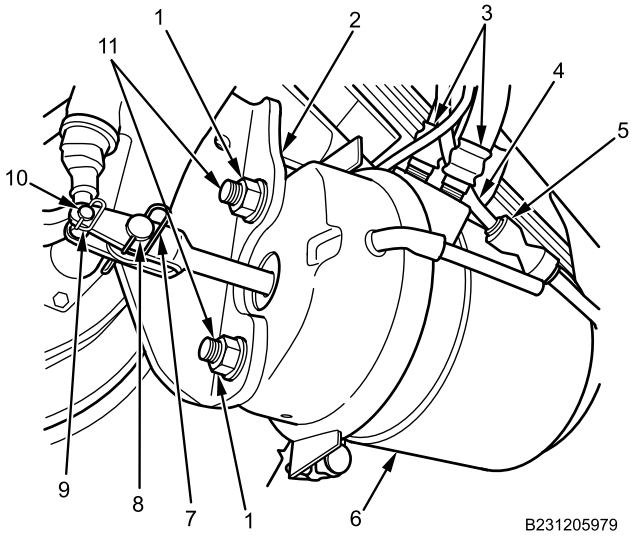

Figure 6. Air Chamber Slack Adjuster with Two Clevis Pins.
1. Clean threads on air line hoses (Figure 6, Item 3) with wire brush.
2. With threads on two air line hoses (Figure 6, Item 3) facing you, apply tape thread sealing compound clockwise on threads (Figure 6, Item 11).
3. Apply corrosion preventive compound on two air chamber bolt threads (Figure 6, Item 11).
4. Install air chamber (Figure 6, Item 6) on air chamber bracket (Figure 6, Item 2) with two air chamber bolts (Figure 6, Item 11), washers, and nuts (Figure 6, Item 1). Tighten nuts securely.
5. Connect two air line hoses (Figure 6, Item 3) to air chamber (Figure 6, Item 6).
6. Install large clevis pin (Figure 6, Item 8) and new clip (Figure 6, Item 7) on slack adjuster.
7. Install small clevis pin (Figure 6, Item 10) and new clip (Figure 6, Item 9) on slack adjuster.
8. Connect air vent nylon hose (Figure 6, Item 4) to air vent hose connector (Figure 6, Item 5).